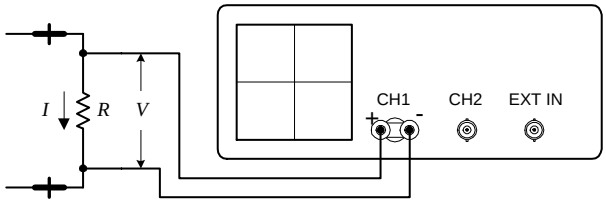

FIGURE 14.36
1. Set up equipment as shown in Fig. 14.36.